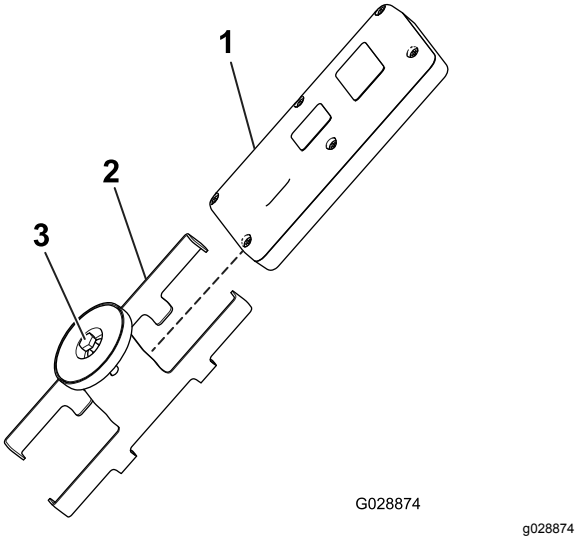

Figuur 19
5. Monteer het bedieningspaneel in de magnetische beugel van het bedieningspaneel, schuif de helften samen om het bedieningspaneel te bevestigen en draai de bout in de magneet vast (Figuur 19).